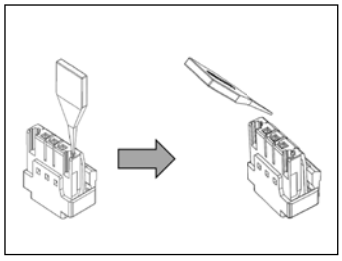

図3
(3)ホールド部を傾けてキー先端を折り取ってください。(図3)